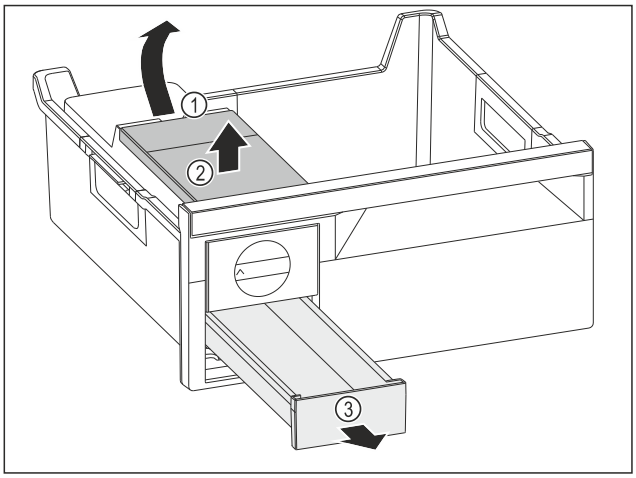

Fig. 144
▶ Fjern vanntanken: Løft opp vanntanken i fordypningen *Fig. 144 (1)*.
▶ Fjern vanntanken *Fig. 144 (2)* ovenfra.
▶ Fjern isterningsskuff *Fig. 144 (3)* forfra.